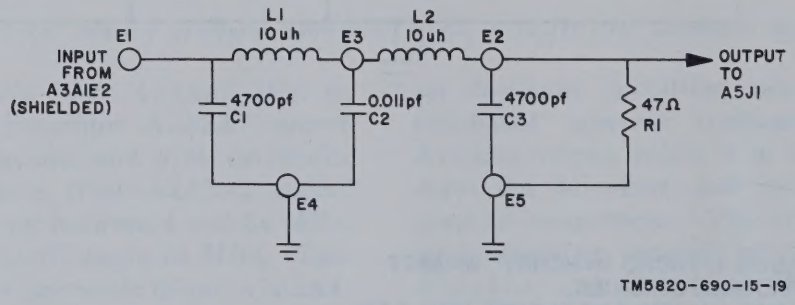

Figure 6-11. Signal indicating receiver (SIR) filter A5A2, schematic diagram.
g. 2d IF Tuning Unit A3 (fig. 6-11, 6-12, and 6-27). The 2d IF tuning unit is a major subassembly and consists of gearbox unit A3MP1, 2d IF amplifier and 3d mixer A3A1, and variable frequency oscillator unit A3A2.
(2) *2d IF amplifier and 3d mixer A3A1* (fig. 6-27). The 2- to 3-MHz IF amplifier (2d IF amplifier A3A1A1) and 3d mixer A3A1A2 converts the 2- to 3-MHz bandpass down to a single 455-kHz IF. The signal is first filtered through a tuned circuit with a 3-db bandwidth of approximately 200 kHz. This circuit is tuned across the 1-MHz range by one of three cam-driven piston capacitors A3A1C1 on the gear drive assembly. The signal is then amplified and fed into an IF image rejection filter which is tracked from 2 to 3 MHz by second piston capacitor A3A1C2; A3A1C3 and A3A1C4 are trimming capacitors. The signal is then applied to 3d mixer A3A1A2 where it is translated to 455 kHz, the final IF. An emitter follower provides a low impedance output to drive the output at rear deck A5J1 through low-pass SIR filter A5A2 (fig. 6-11), which filters the 2d IF and to IF filters A1A3A4. Agc is provided by emitter degeneration diode A3A1A1CR1.
i. 3d IF and Agc A1A5 (fig. 6-11 and 6-28). The 3d IF and agc unit consists of the 455-kHz IF and anl circuits (3d IF amplifier and automatic noise limiter A1A5A1 and agc detector and amplifier A1A5A2).